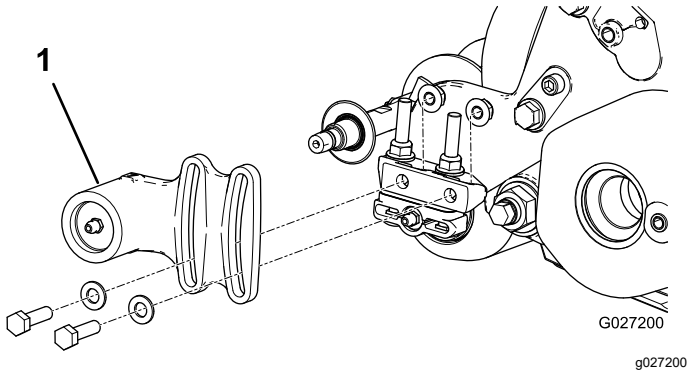
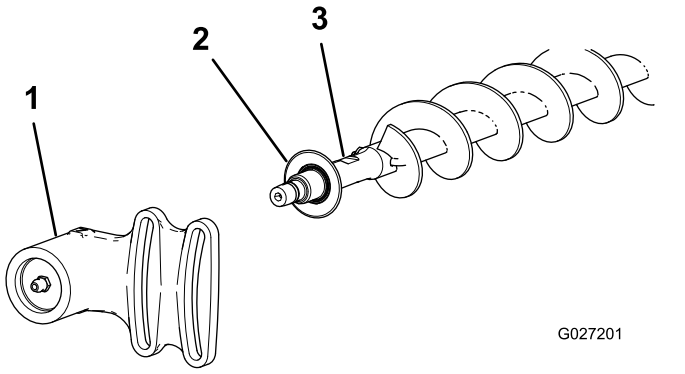

Figure 21
Figure 22
1. Si une brosse à rouleau est montée sur l'unité de coupe, enlevez les 2 boulons, rondelles et écrous qui fixent le logement de roulement libre au support de fixation du logement de roulement (Figure 21 et Figure 22).
2. Faites glisser le logement de roulement libre et le joint d'étanchéité pour les déposer de l'arbre de la brosse (Figure 22).
9. Montez le joint d'étanchéité et le logement de roulement libre sur l'arbre de brosse (Figure 22).